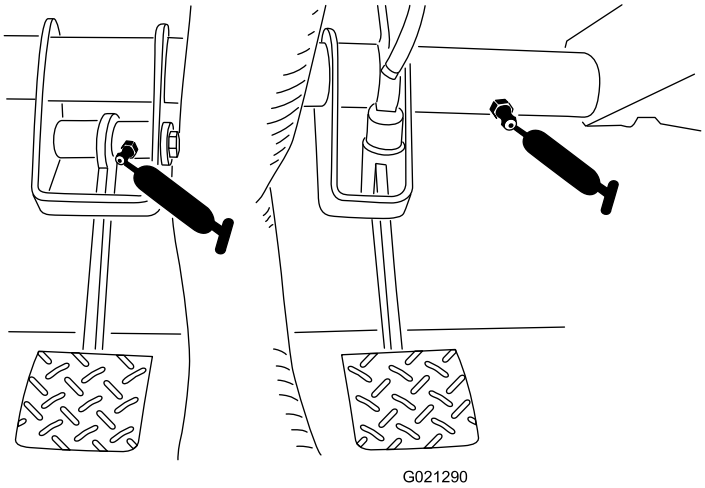

Figur 38
- Koppling (1) och broms (1) (Figur 38)